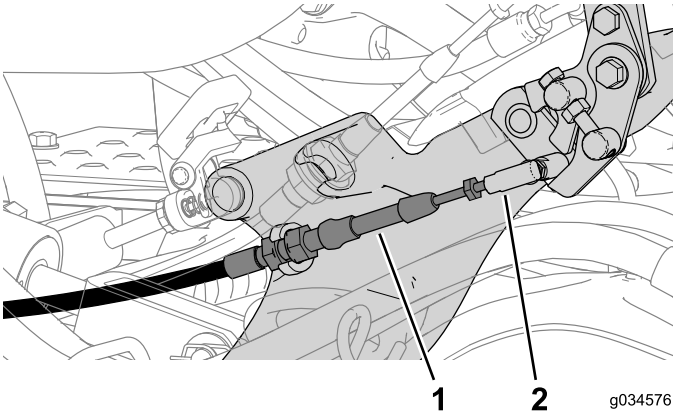

Figura 6
4. Scollegate il cavo di blocco in folle dal connettore del giunto a sfera sul gruppo asta di trazione (Figura 6).